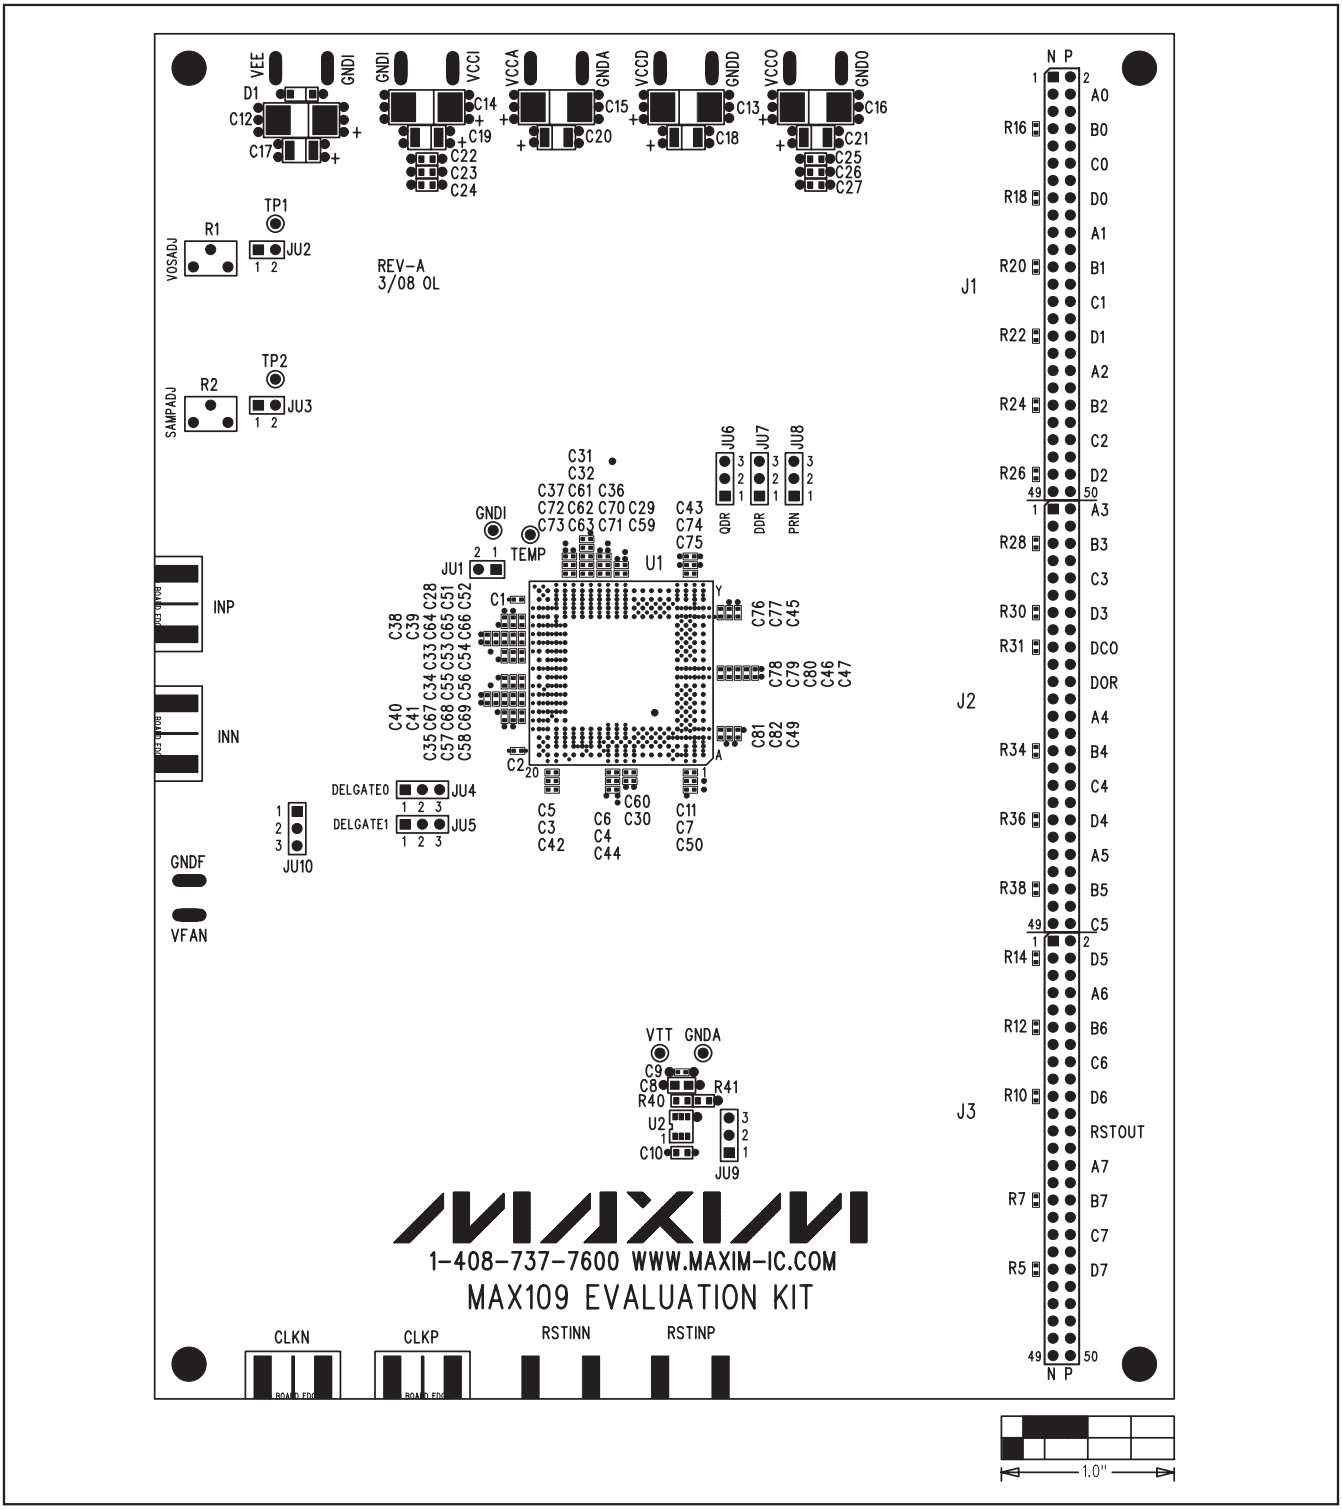

Figure 2. MAX109 EV Kit Component Placement Guide—Component Side
12) Connect the logic analyzer to the square-pin headers (J1, J2, and J3) to access the PortA, PortB, PortC, or PortD LVDS output signals. Refer to the EV kit silkscreen or see Figure 2 for bit locations. The data output synchronization clock signal is available on DCOP and DCON. Pins located on the outside of the headers are the positive (P) or true signals. Pins located on the inside are the negative (N) or complementary signals.